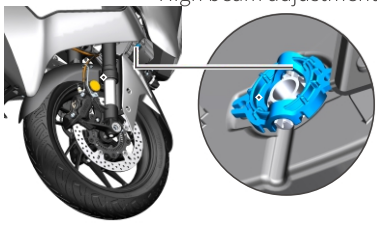

Figure 1 Figure 2
1. The headlight has three independently adjustable parts. The position above the front fender (as shown in Figures 1 and 2) is for adjusting the high beam height. Remove the windshield and front head cover (refer to the battery removal method for details). The left and right ends directly above the head are for adjusting the low beam height.